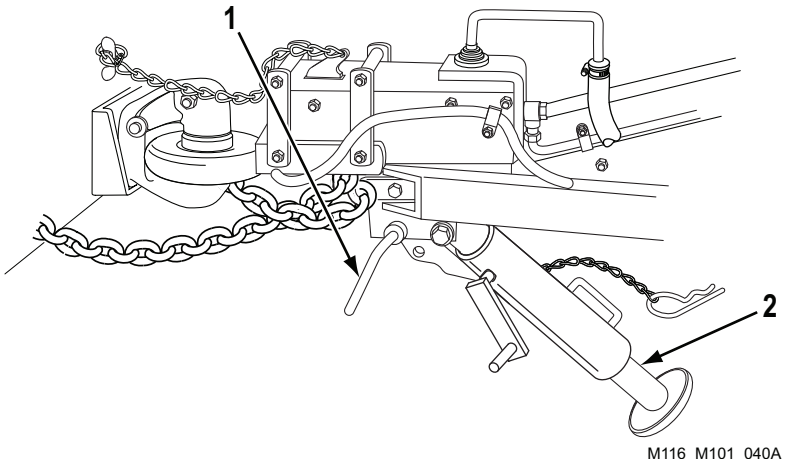

Figure 13. Lower Front Support Leg.
3. Pull out on release lever (Figure 13, Item 1) and lower front support leg (Figure 13, Item 2). Lock front support leg (Figure 13, Item 2) in lowered position by pushing in release lever (Figure 13, Item 1) all the way.